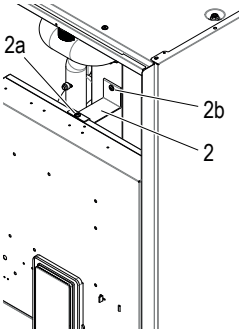

fig. 17 - vista sin panel frontal
- Destornille el tornillo superior (det. 2a - fig. 17)
NB: Se puede retirar la abrazadera de bloqueo posterior (det. 2 - fig. 17) destornillando el tornillo (det. 2b - fig. 17).